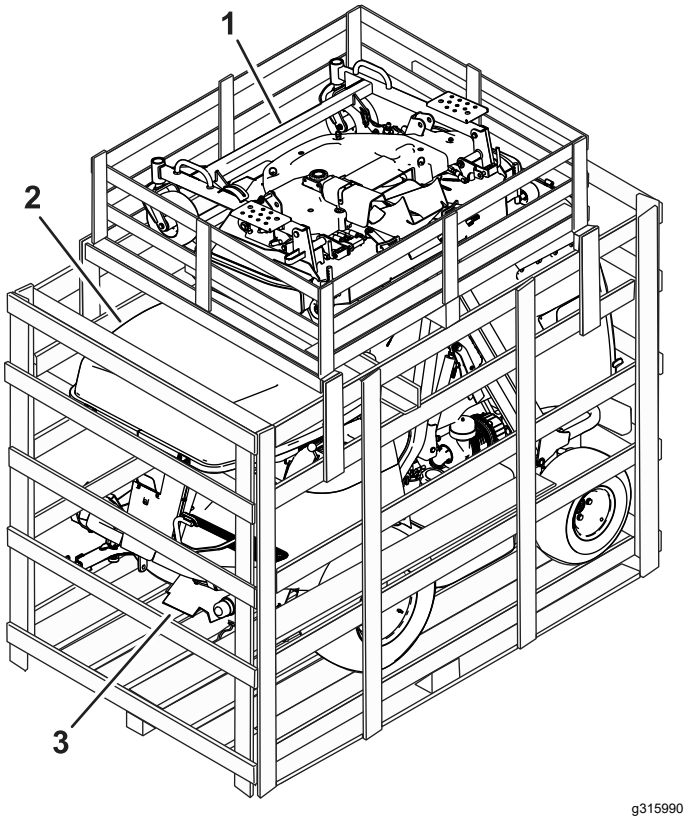

图 1
2. 拆除剪草机刀盘板条箱图 1。
3. 从板条箱中取出料斗图 1。
10. 拆除机器的板条箱图 1。